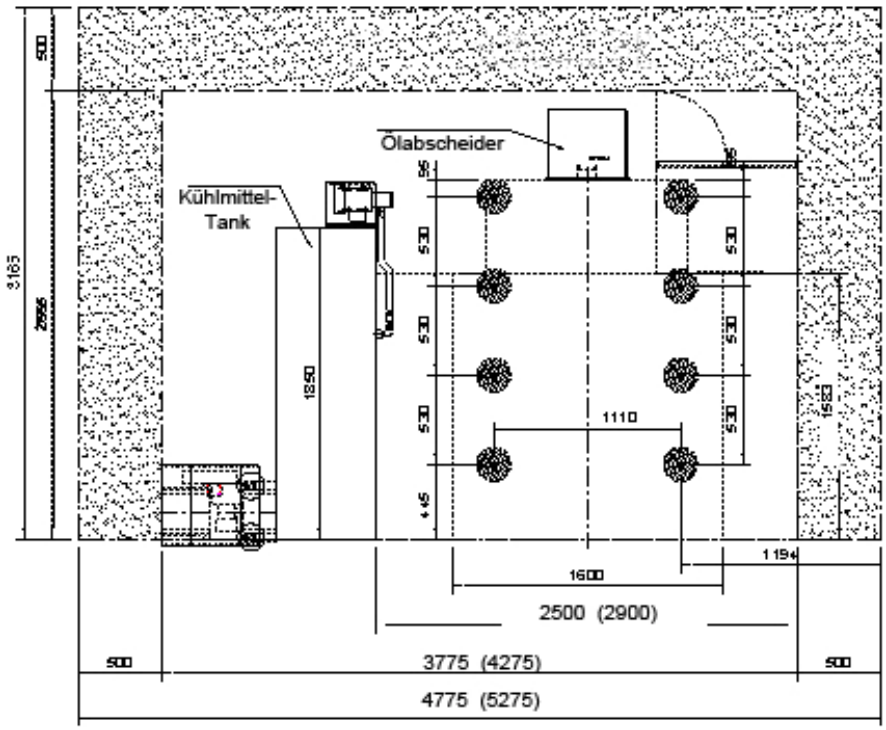

Abb. 4.6.2 Niveauanpassung
a. Die Maschinenhöhe mit der Nivellier-Gewinde-Stange anpassen (Abb. 4.6.2).